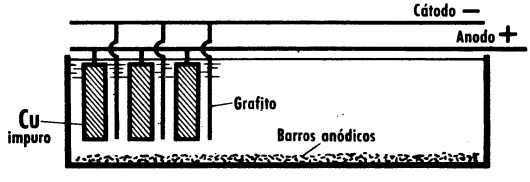

FIG. 104
c) Afinado electroquímico: El metal impuro se coloca como ánodo y se deposita puro en el cátodo, quedando insolubles las impurezas. Ejemplo el cobre (fig. 104).